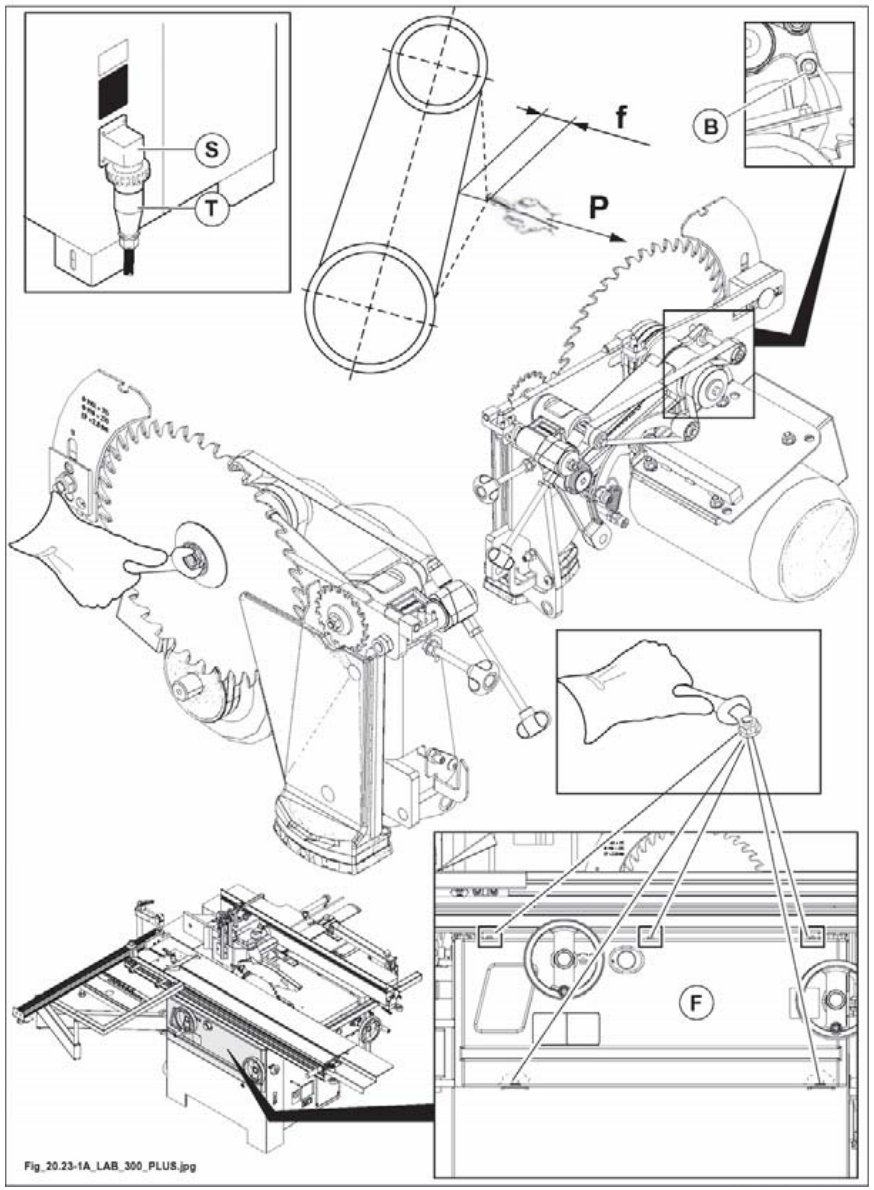

Abb.20.23-1-A
- Den vorderen Schutz (F Abb. 20.23-1-A) ausbauen.
- Die Schraube (B Abb. 20.23-1-A) lösen.
- Den Motor nach unten drücken und die Schraube (B Abb. 20.23-1-A) festziehen.
- Den vorderen Schutz (F Abb. 20.23-1-A) wieder einbauen.